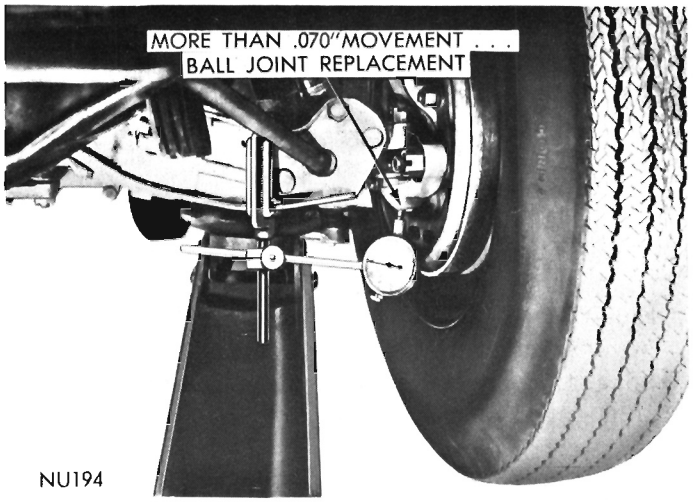

Fig. 19—Measuring Lower Ball Joint Axial Travel
(1) Raise the front of vehicle and install safety floor stands under both lower control arms as far outboard as possible. The upper control arms must not contact the rubber rebound bumpers.
(2) With the weight of vehicle on the control arm, install dial indicator and clamp assembly to lower control arm (Fig. 19).